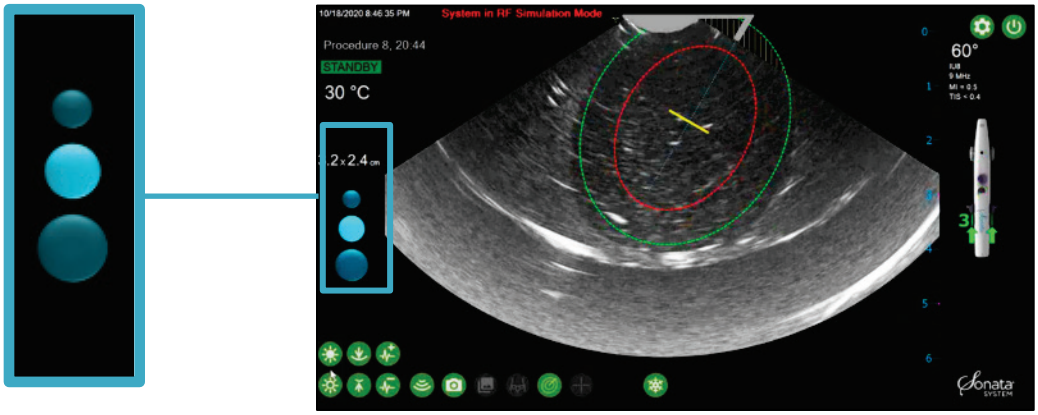

Figure 4-3. Ultrasound Imaging Presets.
- Select the Ultrasound Imaging Preset appropriate for visualizing the serosal margin, see Figure 4-3.